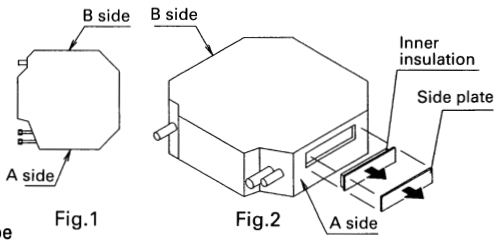

Fig.1 Fig.2
(1) Take off the decoration panel in accordance with the reverse procedures of installation. For the detail, refer to the installation manual attached to the decoration panel. (When the indoor unit is newly installed, it is not required.)
(2) Select the Installation location for the branch duct chamber. (Fig.1)